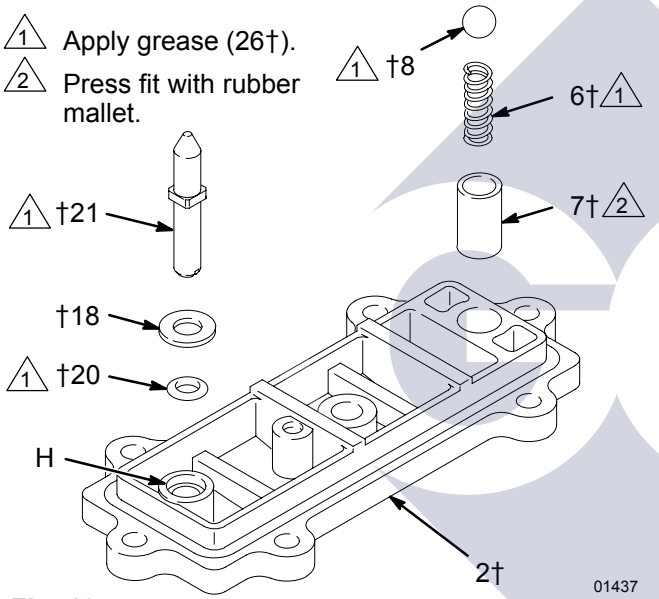

Fig. 12
1. *If the detent collar (7) was removed,* carefully install a new collar in a new cover (2), using a rubber mallet. See Fig. 12.
2. Grease the spring (6) and place it in the collar (7). Grease the ball (8) and set it on the spring.
3. Grease the o-ring (20) and install it in the hole (H) in the cover (2). See Fig. 12. Slide the washer (18) onto the blunt end of the reset shaft (21). Insert the shaft through the cover (2) until it seats.
4. Grease the spring (3). Place the link stop (4) inside the spring.